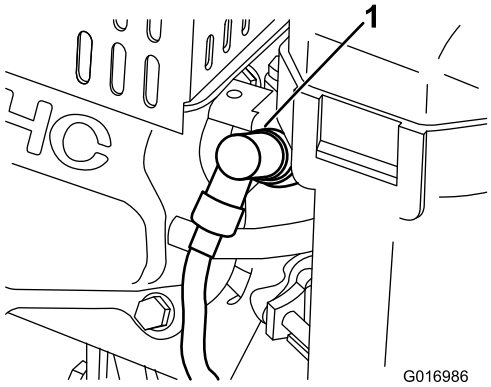

Figura 30
1. Retire o cabo da vela moldado (Figura 30).